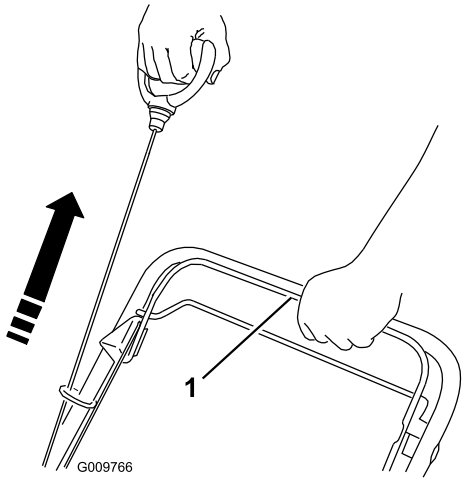

Figur 17
3. Dra lett i tilbakespolingsstarteren til du føler motstand, og dra deretter kraftig til (Figur 17).